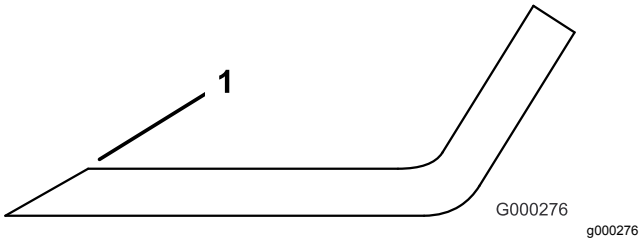

Figuur 146
4. Als de snijranden niet scherp zijn of bramen vertonen, moeten ze worden geslepen (Figuur 146).